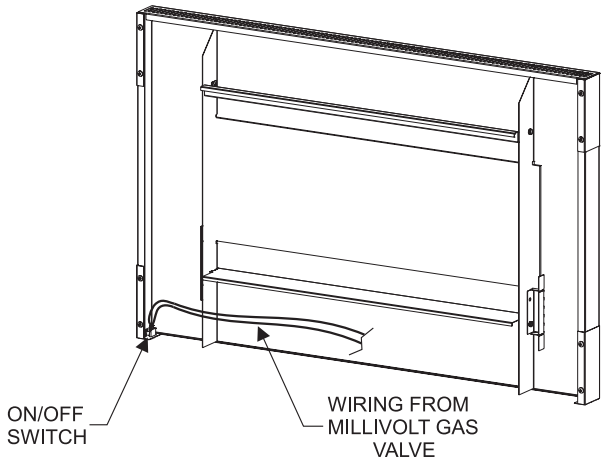

Figure 17 (DF20MBL Shown)
3. Run the low voltage alternate switch wires up the back of the right or left surround panel. Then secure the wires with wire clips provided. **See Figure 17.**